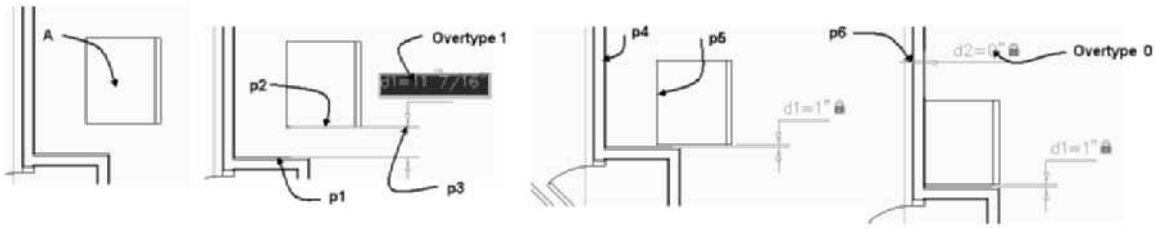

FIGURE 10.42 *Placing the refrigerator using parametric constraints*
23. Select the Content Browser from the Windows taskbar. Select Design Tool Catalog—Imperial > Equipment > Food Service > Refrigerator [Design Tool Catalog - Metric > Kitchen Fittings > Appliances]. Drag the Top-Bot 31 × 28 [Fridge-freezer A] i-drop onto the Symbols palette. Select the Top-Bot 31 × 28 [Fridge-freezer A] tool from the tool palette and insert the refrigerator at A as shown in Figure 10.42.
`Select first line: (Move the cursor to the wall at p1 in Figure 10.42 select the wall when the red assistant line is displayed.)`
`Select second line to make parallel: (Move the cursor to the refrigerator at p2 as shown in Figure 10.42, select the refrigerator when the red assistant line is displayed at p2.)`
`Specify dimension line location: (Select a point near p3 as shown in Figure 10.42.)`
`Select first line: (Move the cursor to the wall at p4 in Figure 10.42, select the wall when the red assistant line is displayed.)`
`Select second line to make parallel: (Move the cursor to the refrigerator at p5 as shown in Figure 10.42, select the refrigerator when the red assistant line is displayed at p2.)`
`Specify dimension line location: (Select a point near p6 as shown in Figure 10.42.)`